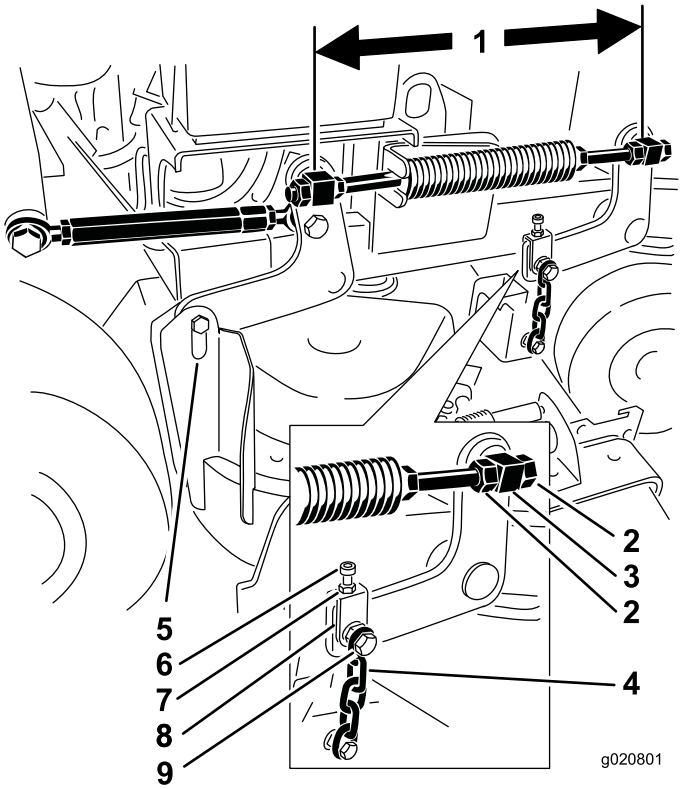

Figur 82
6. Kontroller avstanden mellom svivelmutrene ved å måle på midten av mutrene (lengde fra midten-til-midten) på hver gjengestang. Påse at lengden er 49,5 cm for 91 cm klippeenheter, og 43,7 cm for 102 cm klippeenheter (Figur 82).
11. Hvis det er nødvendig med justering, kan du løsne den øvre kjedebolten (Figur 82).
6. Løsne de øvre kjedeboltene (Figur 82).